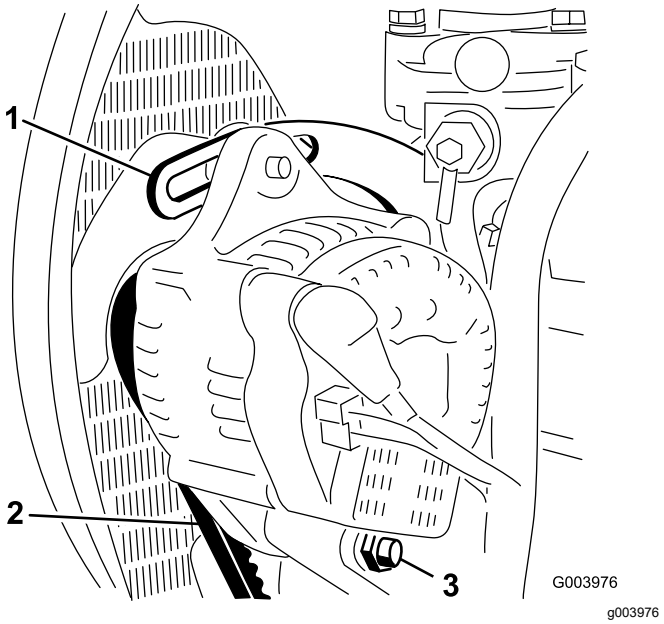

Figur 72
2. Kontroller generatorremmens tilspænding ved at trykke på den (Figur 72) midt mellem generatoren og krumtapakslen med en belastning på 10 kg.
3. Løsn den bolt, der fastgør afstiveren til motoren (Figur 72), den bolt, der fastgør generatoren til afstiveren, og drejebolten.